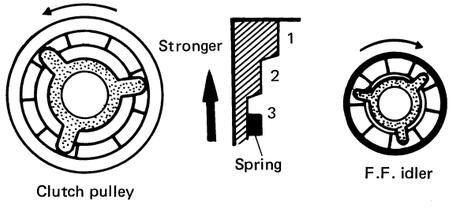

Fig. 14
2) Change the position of the spring holder in the clutch pulley. (Refer to Fig. 14)
2) Change the position of the spring holder in the F.F. idler. (Refer to Fig. 14)